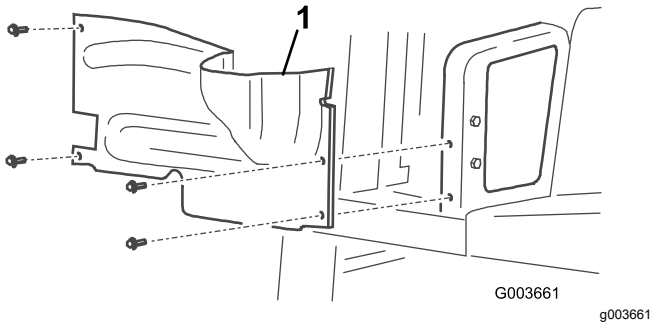

Figur 2
7. Fjern de 4 bolte, der fastgør højre hjulafskærmning til stellet, og afmonter afskærmningen (Figur 2).